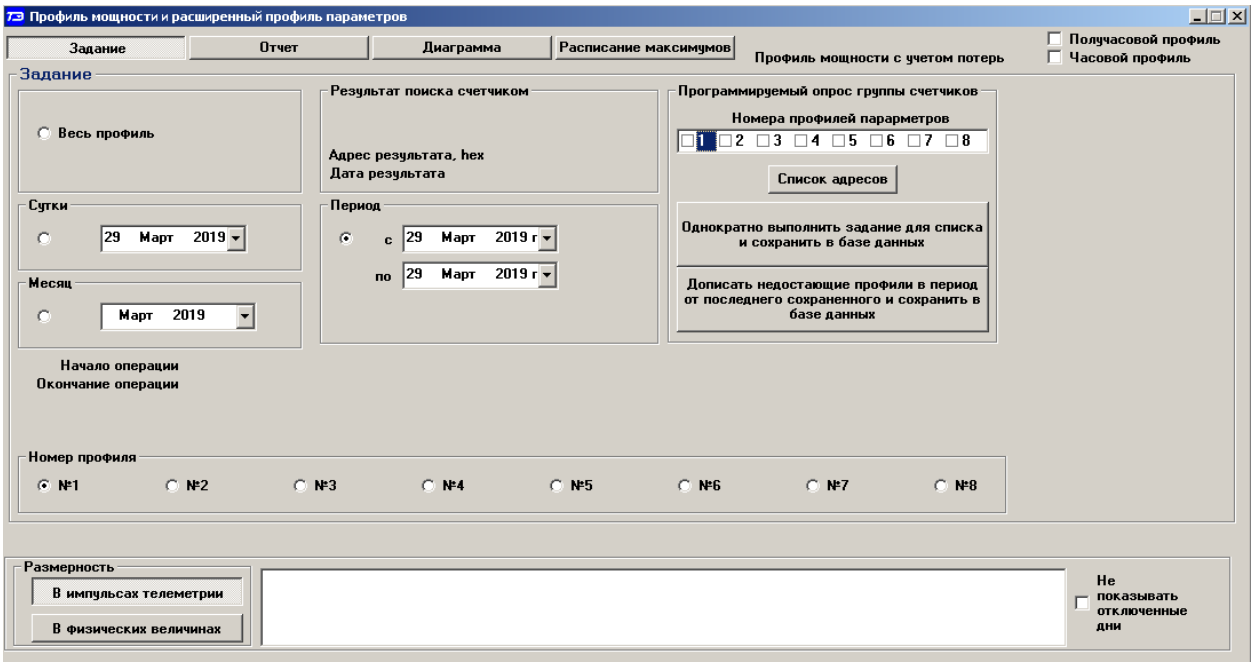

Рисунок 15 – Форма «Профиль мощности и расширенный профиль параметров» вкладка «Задание»
14.17 Удобно производить чтение профиля мощности с группы счетчиков объекта с автоматической записью в базу по кнопке «Дописать недостающие профили в период от последнего сохраненного и сохранить в базе данных», расположенной на вкладке «Задание» формы «Профиль мощности» (рисунок 15). При этом должен быть подготовлен список адресов счетчиков посредством формы «Адреса для групповых операций». Этот список может быть сохранен на диске в виде файла с возможностью последующего использования.